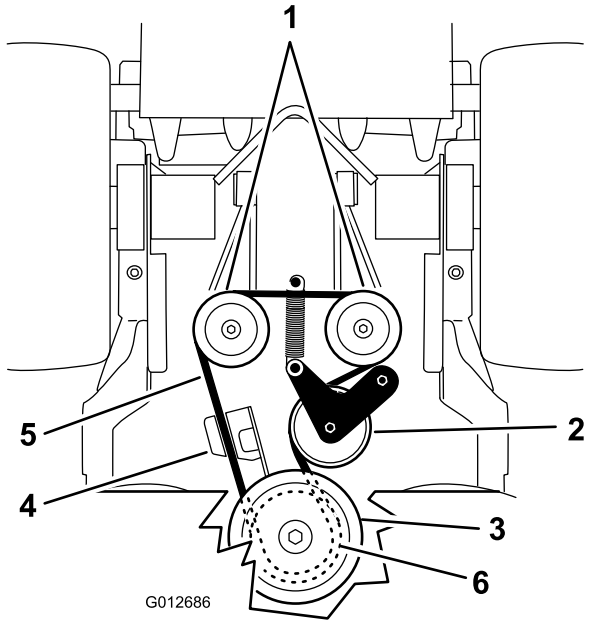

Figura 66
5. Desengate a mola intermédia da estrutura (Figura 66).
7. Instale a mola intermédia na estrutura (Figura 66).